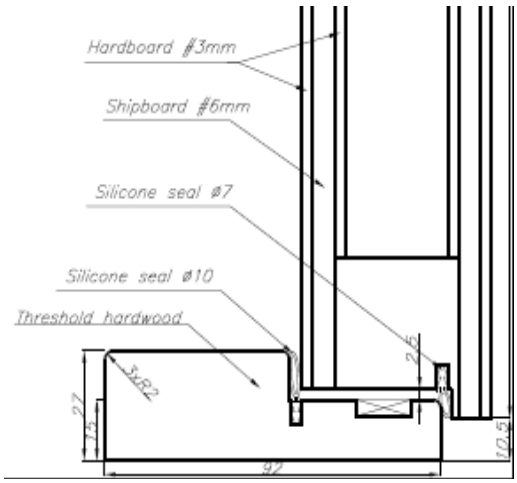

Fig. 3
- EI30/35db døre skal monteres med bundstykke (Fig. 3).